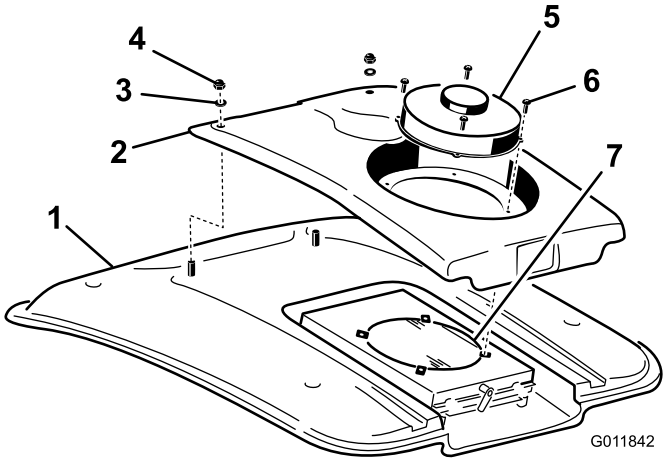

Figuur 73
2. Verwijder de 4 schroeven waarmee de ventilator en de condenserkap aan de ventilatorbeugel zijn bevestigd (Figuur 73).
4. Verwijder de twee moeren en ringen waarmee de voorzijde van de condenserkap aan het cabinedak is bevestigd (Figuur 73).
8. Reinig de condenser van de airconditioning grondig met perslucht (Figuur 73).